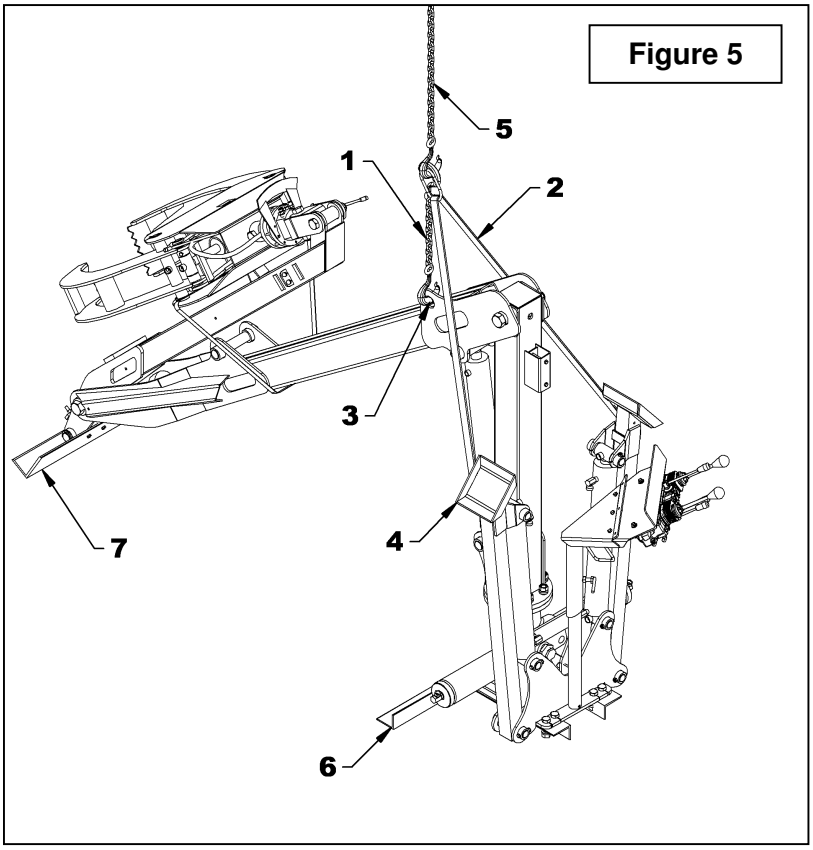

Figure 5
3. **Figure 5:** Attach the stabilizers (item 4) with a lifting belt or a chain (item 2).
4. **Figure 5:** Hook up a chain about 18" long (item 1) to the lifting plate (item 3) and using a hoist chain (item 5), slowly raise the loader by the lifting belt (item 2) and the 18" chain (item 1) and remove the shipping supports (items 6-7) saving the hardware for future use.